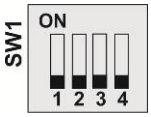
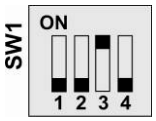

Рис.3
Рис.4
- установить необходимый адрес разветвителя (см. Рис.3 и Рис.4).